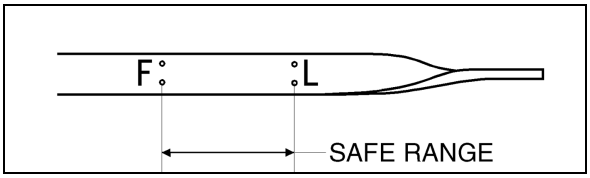

FIGURE 11: ENGINE OIL LEVEL DIPSTICK 01027
Check the oil level daily with the engine stopped. If the engine has just been stopped and is warm, wait at least 10 minutes to allow the oil to drain back to the oil pan before checking. Wipe the dipstick clean then check oil level. The level should always be within the safe range on the dipstick (Fig. 11). Add the proper grade of oil to maintain the correct level on the dipstick. All diesel engines are designed to consume some oil, so a periodic addition of oil is normal.
8. Remove the engine-oil filler cap and pour oil in the engine until it reaches the "FULL" mark on the dipstick (Fig. 11).
10. Add oil as required to bring the level within the safe range on the dipstick (Fig. 11).